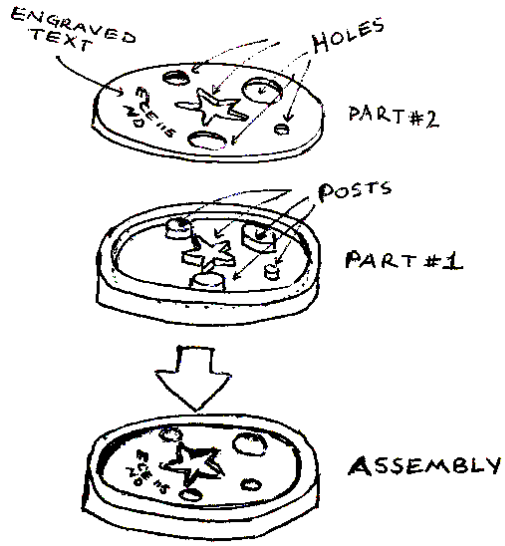

Figure 1: Rough sketches of Parts #1 and #2 (top), with assembly (bottom)
iv. 'Cutaway' has raised unique shape design, that has feature height flush with the top surface of the 'cutaway' lip (Figure 1 uses a star as an example)
i. Must mate with Part #1 (see Figure 1)